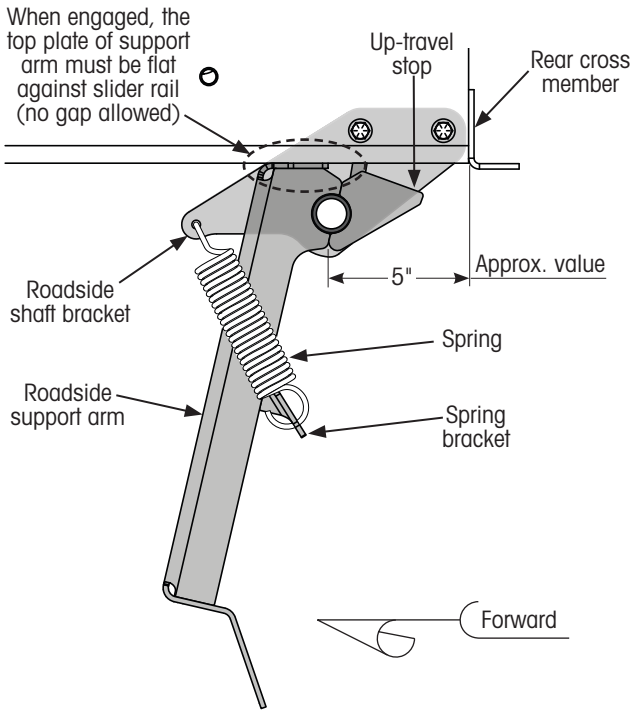
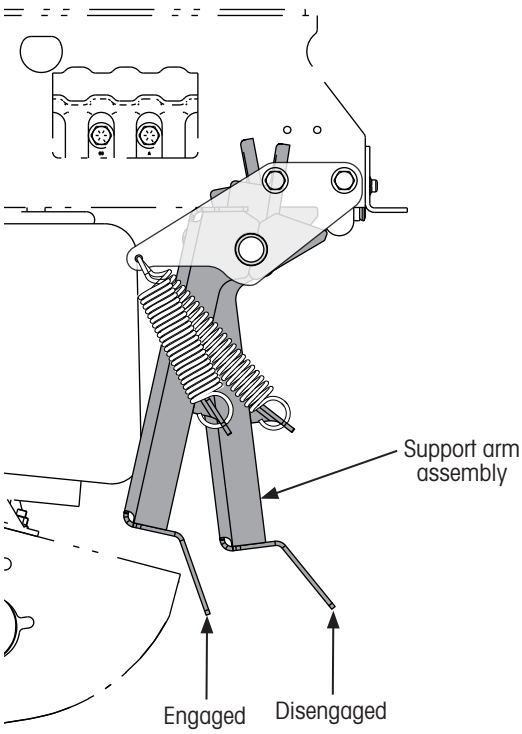

Figure 22: Verifying support arm assembly position
Figure 23: Checking support arm assembly movement
NOTE: At this time, spring tension should be holding the roadside support arm top front edge against the slider rail (Figure 22).
A. **Pull** roadside support arm toward the disengaged position and **lift** shaft up so the top surface of the support arm is flat against the bottom surface of the slider rail (Figure 22).
9. **Verify** the top surface of the support arms are flat against the underside bottom surface of the slider rails and there is no gap (Figure 22) between the top of each support arm and the slider rail.
10. **Measure** between the rear crossmember and the back edge of both arms (Figure 22). This measured distance should be approximately five inches.
12. **Manually move** support arm assembly (Figure 23) between disengaged up-travel stop (Figure 22) and fully engaged positions to ensure support arms move freely without binding.